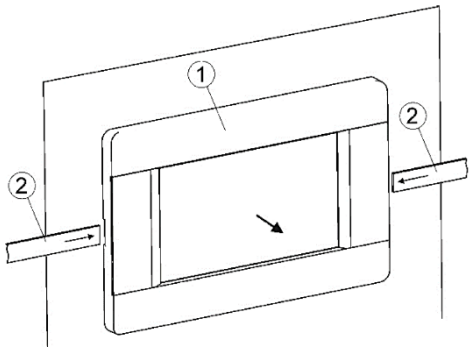

Figure 13. Removing the control panel
To replace the control panel (1), the panel must be removed from the boiler door cover by inserting suitable flat objects (2) into the slots shown in Figure 13. This will cause the panel stops to dislodge and allow the panel to be removed.